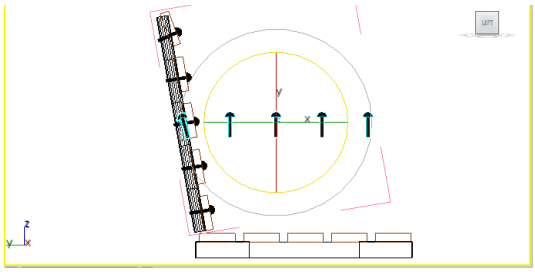

Figure 2-93 *Rotating the right side seat rivets group in the Left viewport*
8. Choose the **Select and Rotate** tool and select *right side seat rivets* in the Left viewport. Then, move the cursor over the Z-axis. Now, press the left mouse button and drag the cursor in the counterclockwise direction to rotate *right side seat rivets* until the angle of rotation in the **Z** spinner becomes **80**, refer to Figure 2-93.